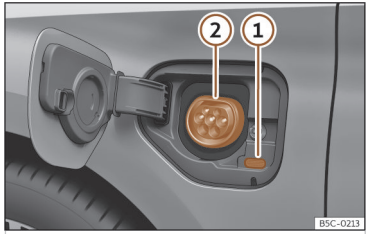

Abb. 56 Hinter der Batterieladeklappe vorn links: Ladedose.
››› (Abb. 56)
- Drücken Sie bei entriegeltem Fahrzeug auf die Batterieladeklappe, um diese zu öffnen ››› (Abb. 56).